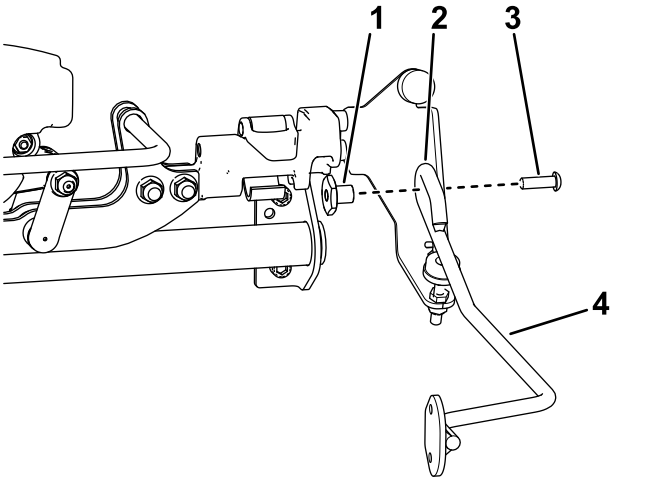

Figure 6
5. Install a brush rod to both brackets with a hex-socket-head screw (5/16 x 1 inch) and a spacer nut (Figure 6).
Ensure that the welded loop on the brush rod is positioned as shown in Figure 6.